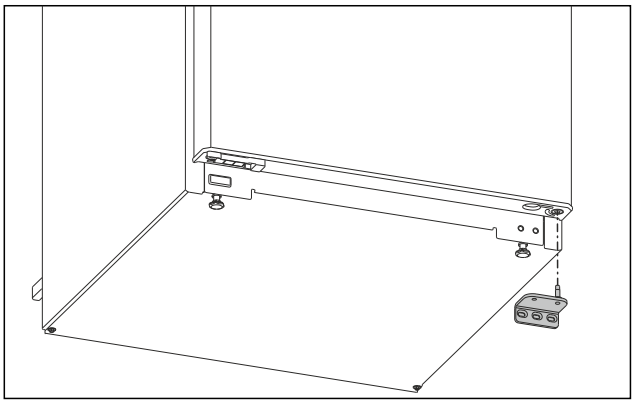

Fig. 5
▶ Ta av lagerbock neråt. (se Fig. 5)